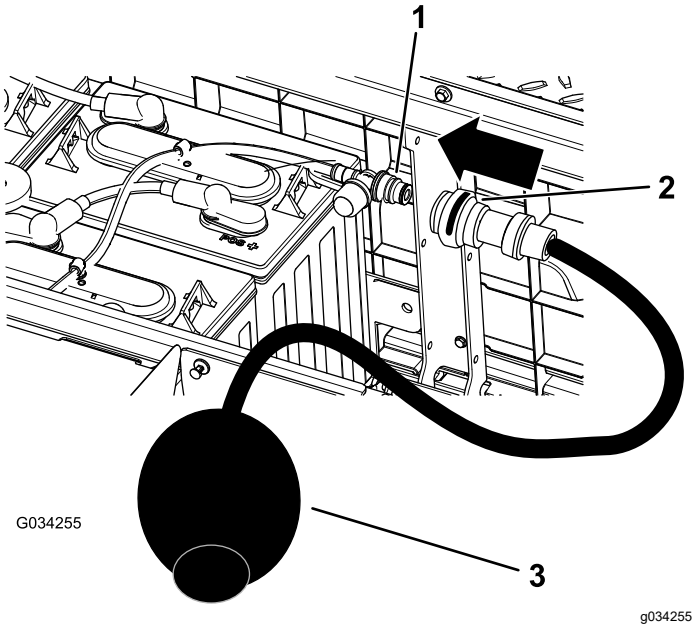

Figur 40
4. Tilslut Toros vandhåndpumpe til vandfyldnings-porten (Figur 40).